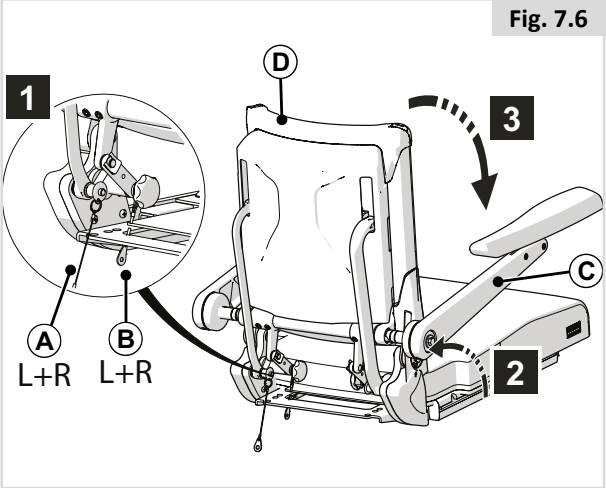

Fig. 7.6
7.5 Neerklappen elektrisch verstelbare rugleuning met opklapbare meebewegende armsteunen (fig. 7.6)